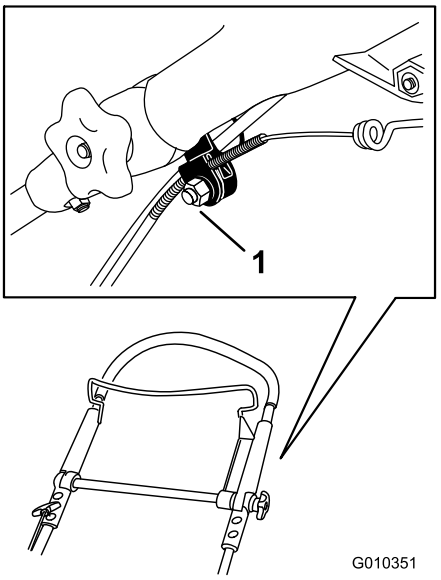

Figur 45
1. Løsn møtrikken på kabelbeslaget (Figur 45).